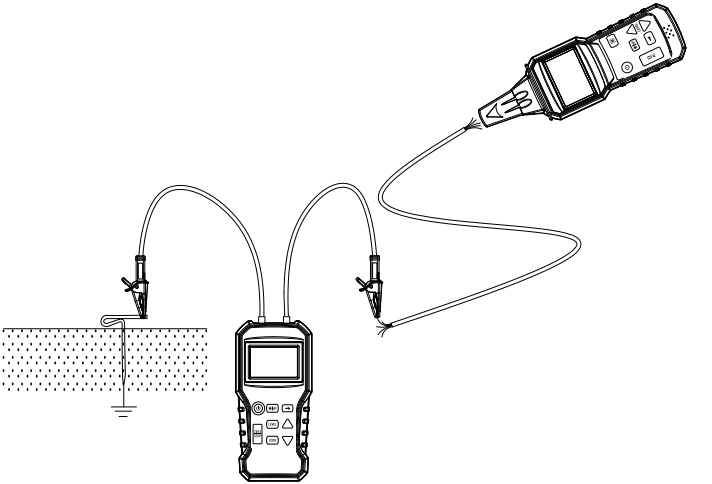

Figura 6 Uso de la estaca de conexión a tierra (varilla) suministrada
2. Consulte la Figura 6 en la sección Ilustraciones de la aplicación.